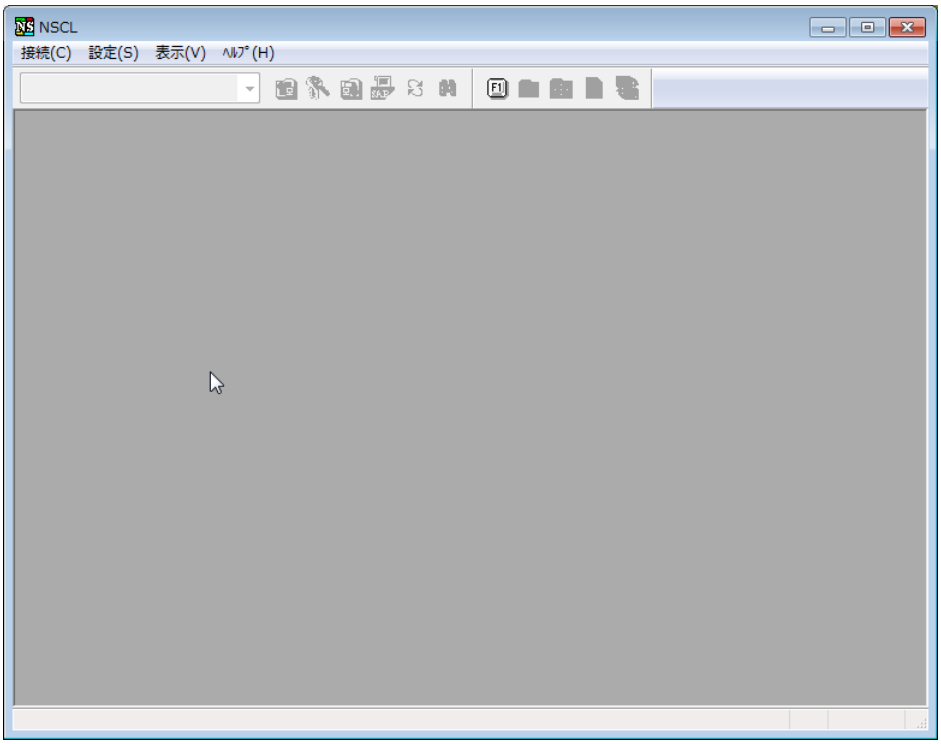

図2.12 接続切断終了後の画面
2. 接続の切断が完了すると、図 2-12のような画面になります。必要に応じて、サーバへの再接続またはGUI画面の終了（ウィンドウを閉じる）を行います。